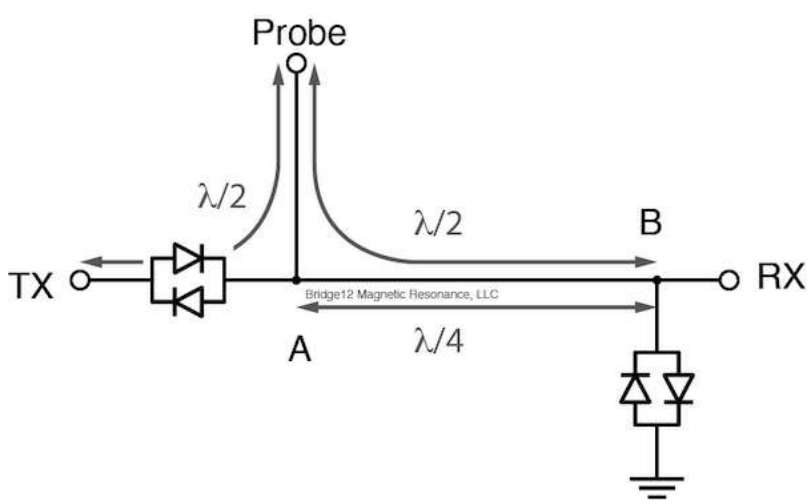

Figure 1: Passive T/R Switch after Lowe and Tarr.
The classic switch for pulsed NMR instruments was introduced by Lowe and Tarr in 1968 and is still used in many home-built instruments up to today. Many labs have built their own version of the circuit but the basics have always stayed the same. The original circuit is shown in **Figure 1**.
2. The λ/4 cable connected between points A and B (see figure 1)